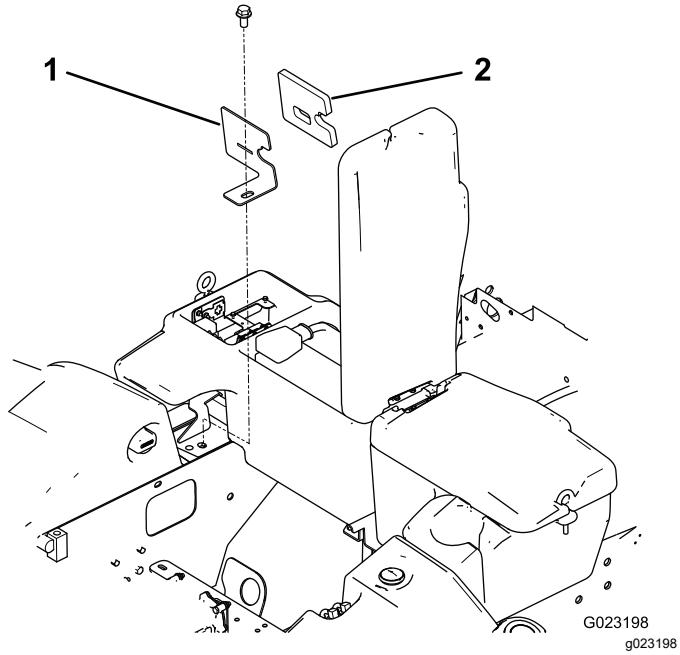
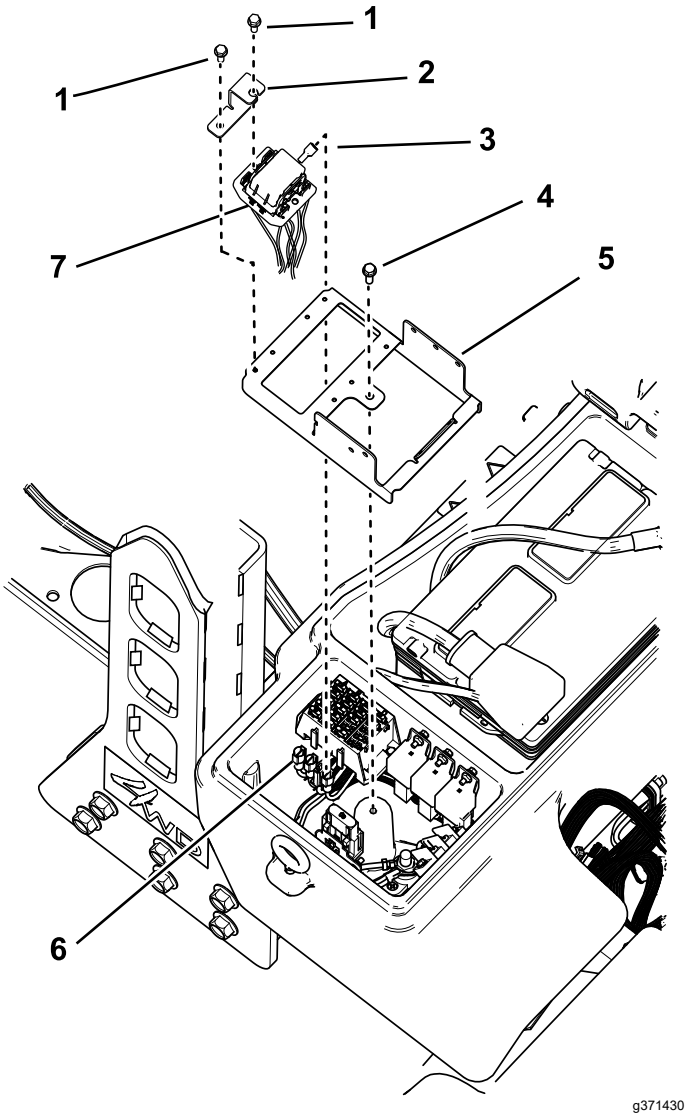

Figur 17
Figur 19
1. Afmonter flangehovedskruen, der fastgør rummets klemme og pakning til traktionsenheden (Figur 17).
4. Find modulet på ledningsnettet (Figur 19).
5. Før hele ledningsnettet gennem den nye stålplade og hullet ved rummets klemme (Figur 17 og Figur 19). Før ledningsnettet, indtil modulet kommer i kontakt med stålpladen.
9. Monter modulet på stålpladen med beslaget og 2 bolte (nr. 8 x ½"). Se Figur 19.
10. Monter rummets klemme og pakning på traktionsenheden med flangehovedskruen (Figur 17).